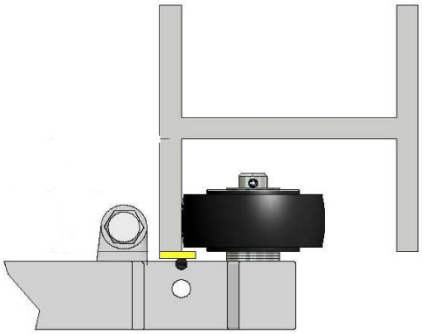

Abbildung 7
3.1. Setzen Sie ein 150 mm bis 250 mm großes Passstück (Holz, Ziegel etc.)in die Basis der Schienenbahn ein. Setzen Sie dann die Laufrollen in die Schienenbahn, so dass das Rad jeweils hinter der Führungsleiste liegt, siehe Abbildung 7. Achten Sie darauf, dass die unteren Laufrollen (F1 und F2) so in die Unterseite eingesetzt werden, dass der Augbolzen nach unten gerichtet ist, und dass sich auf beiden Seiten die gleiche Anzahl an Zwischenlaufrollen (E1) befindet. Insgesamt sollten zwei Laufrollen für jedes Gewebeband vorhanden sein, ohne die obere Laufrolle (die an den Kopfplatten befestigt ist).